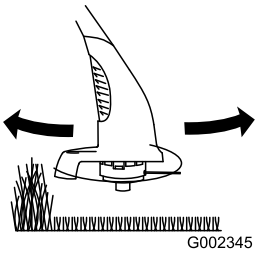

Figure 11
- Slowly move the trimmer in and out of the area being cut (Figure 11).